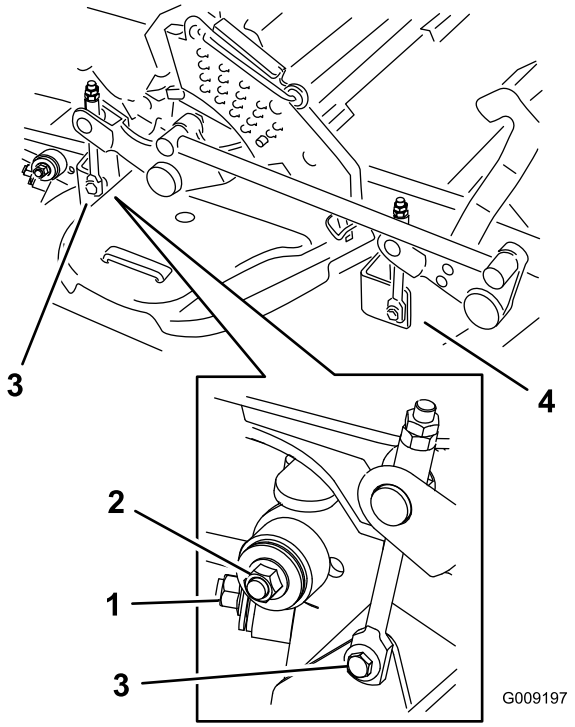

Figur 97
8. Ta bort och håll reda på beslagen på däckets båda sidor enligt Figur 97.